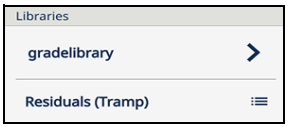

Рис. 2-69 Экран Сравнение марок — Библиотеки марок
В зоне **Библиотеки** можно выбирать, загружать и редактировать одну или более библиотек марок и библиотеку примесей (см. Рис. 2-69 на стр. 77).
1. Нажмите на стрелку ( ) для отображения экрана **Биб-ки марок** (см. Рис. 2-69 на стр. 77).
1. Щелкните на кнопку раскрытия списка ( ) в зоне **Библиотеки** (см. Рис. 2-69 на стр. 77).